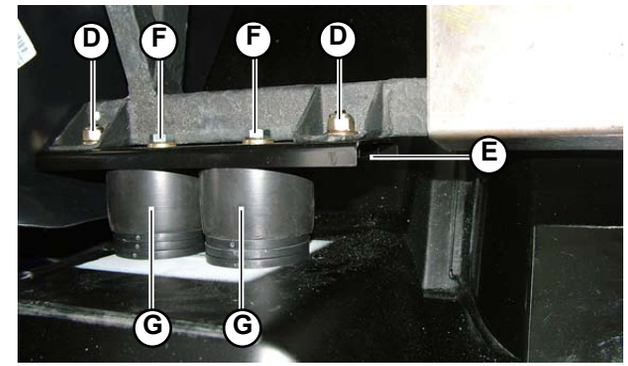

Fig.5
3. Unscrew the 4 screws (**D-Fig.5**) securing the 2 bumper brackets (**E-Fig.5**) to the chassis (2 screws for each bracket).
STOP **Do not touch the screws (F-Fig.5) which adjust the thickness of the 4 buffers (G-Fig.5) on the rear bumper.**